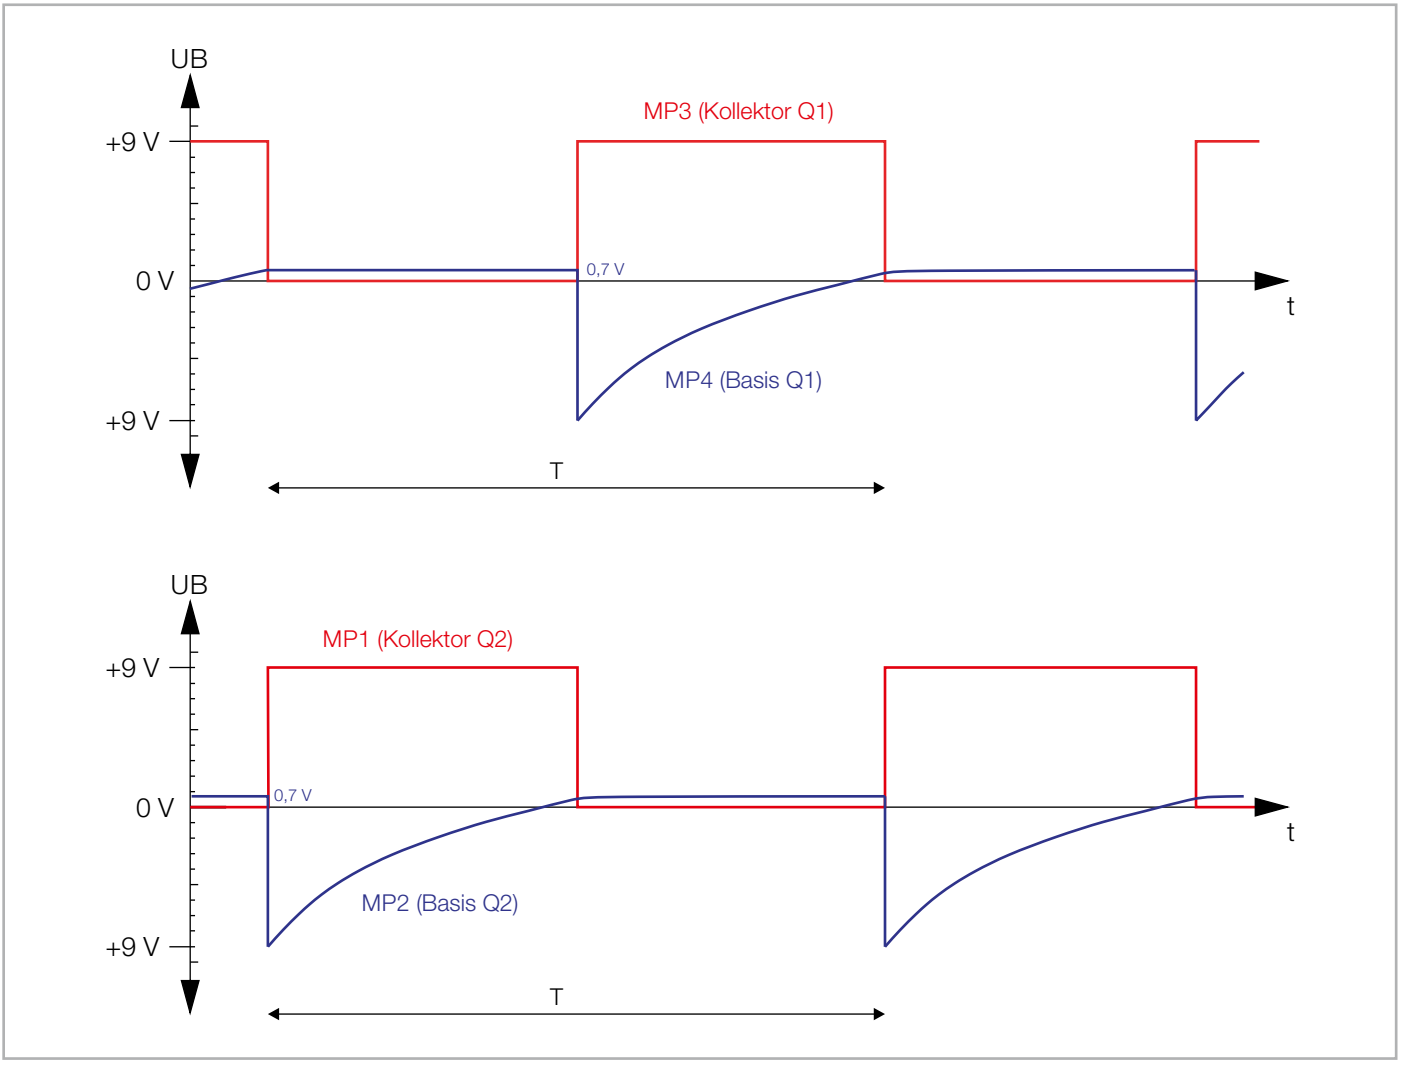

Bild 6: Diagramme mit Kennlinien für die astabile Kippstufe
Nehmen wir an, der Transistor Q1 schaltet durch. Nun leuchtet die LED1 auf, weil die Kollektor-Emitter-Strecke leitend ist. Jetzt kommen die Kondensatoren ins Spiel bzw. der Kondensator C1. Wir wissen, dass Kondensatoren keine Gleichspannung übertragen können, aber bedingt durch Auf- und Entladung können sie wechselnde Spannungssprünge weiterleiten. Kommen wir zu unserer Momentaufnahme zurück. In dem Moment, in dem der Transistor Q1 leitend wird, wird der Spannungssprung (von 9 V auf 0 V) am Kollektor (C) von Q1 über C1 auf die Basis des zweiten Transistors Q2 übertragen. Wie man im Diagramm in Bild 6 erkennt, ist dieser Spannungssprung negativ und sorgt dafür, dass der Transistor Q2 sperrt. Zur besseren Veranschaulichung sind im Schaltbild Messpunkte (MP1–MP4) eingezeichnet, die mit den Kennlinien im Diagramm (Bild 6) korrespondieren. Die blaue Kennlinie im Diagramm zeigt die Spannung an der Basis des Transistors. Im oberen Teil sind die Spannungen für den Transistor Q1 und im unteren Teil die Spannungen für Q2 dargestellt. Wie man erkennt, steigt die Spannung an der Basis von Q2 langsam an, da sich der Kondensator entlädt. Sobald die Spannung über 0,7 V ansteigt, wird nun der Transistor Q2 leitend und die LED2 leuchtet auf. Jetzt passiert etwas Entscheidendes: Über den Kondensator C2 wird der Spannungssprung (von 9 V auf 0 V) vom Kollektor Q2 auf die Basis des ersten Transistors Q1 geführt. Da diese Spannung im ersten Moment negativ ist, sperrt der Transistor Q1. Nun entlädt sich der Kondensator C2 langsam, während der andere Kondensator C1 sich schlagartig auflädt.